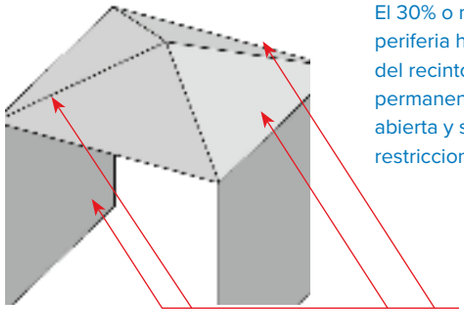
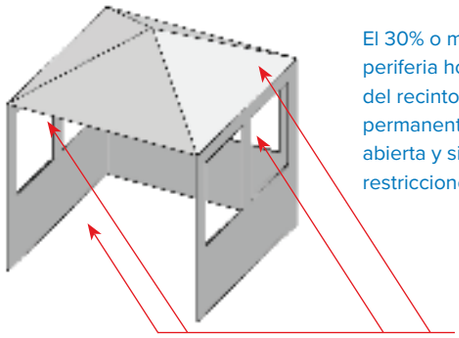

Fig. 4
Fig. 5
- Un aparato se considera instalado al aire libre si se encuentra en un espacio con no más que un recinto parcial que incluya una cubierta superior y tres paredes laterales, siempre que el 30% o más de la periferia horizontal del recinto esté permanentemente abierta. **(Fig 4 & Fig 5)**